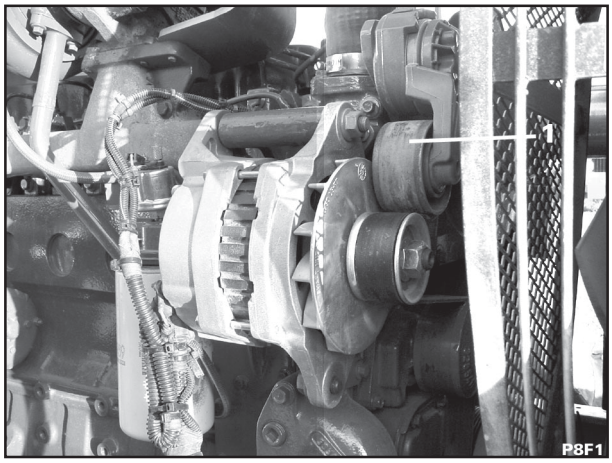

Fig.1
2. Com uma chave, mova o tensor (1 – fig. 1) da correia e alivie a tensão da mesma.